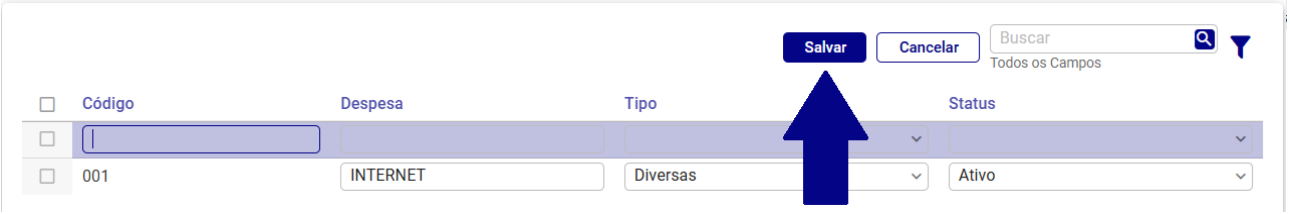

Figura 112: Salvar
c) Clique em **Salvar** (Figura 112) para criar o registro da despesa.